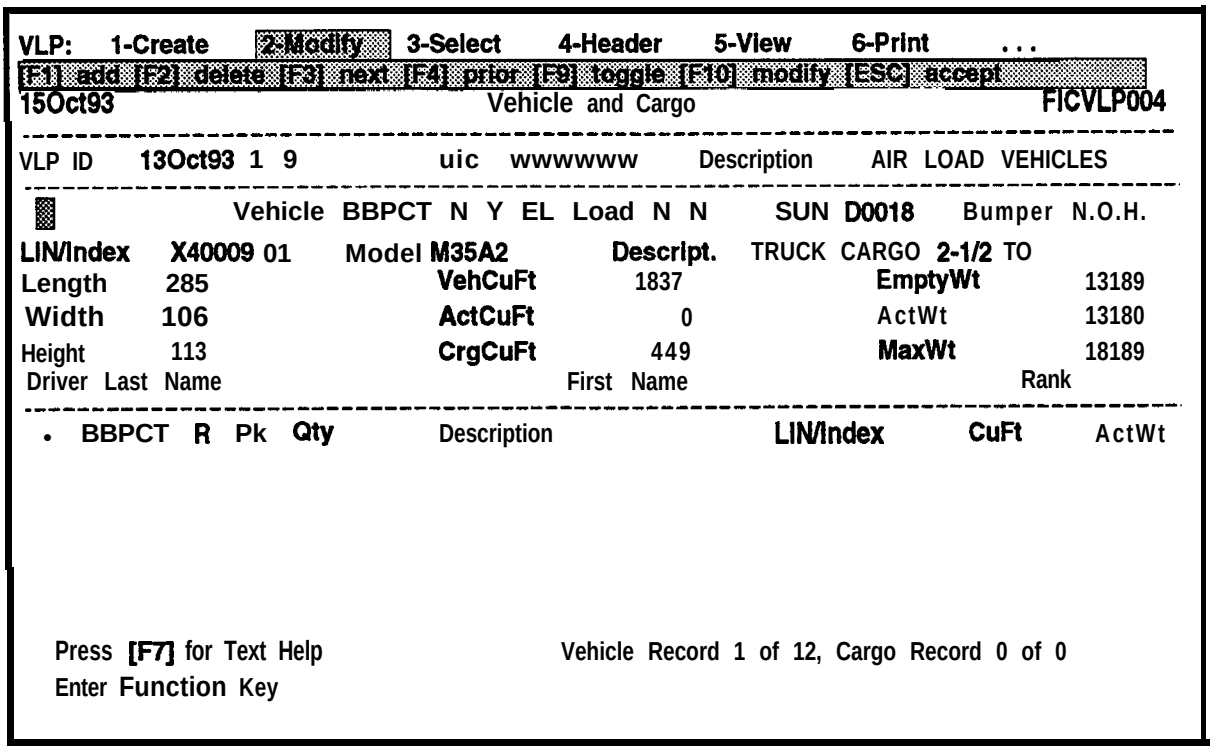

Figure 8-27. Vehicle and Cargo Screen Showing Vehicle Information
(1) Enter **n** in response to this prompt and you will be returned to the Equipment Selection window where you can select or deselect additional vehicles. In this case, repeat the procedures in paragraphs **d.** and e. above.
(2) Enter y in response **to** this prompt and the Vehicle and Cargo screen will be displayed with the vehicle identification information and the dimensional data for the first selected vehicle as shown in Figure 8-27.